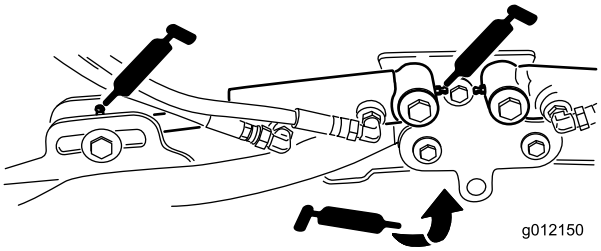

Figur 43
- Klippeenhedernes løftearmscylindre (2 hver) (Figur 43)
- Løftearmenes drejetapper (1 hver) (Figur 43)